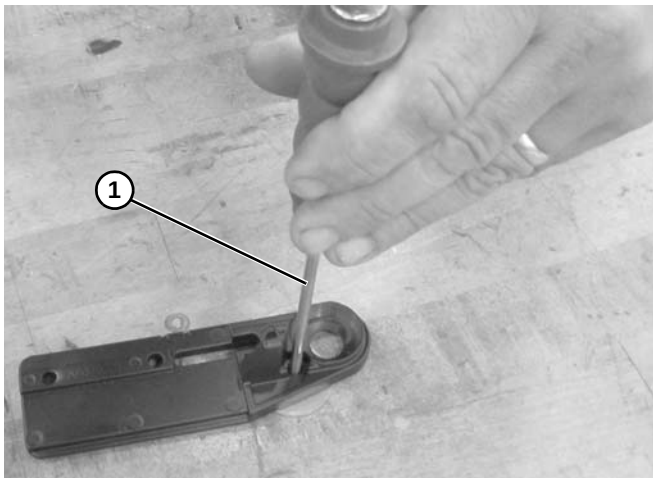
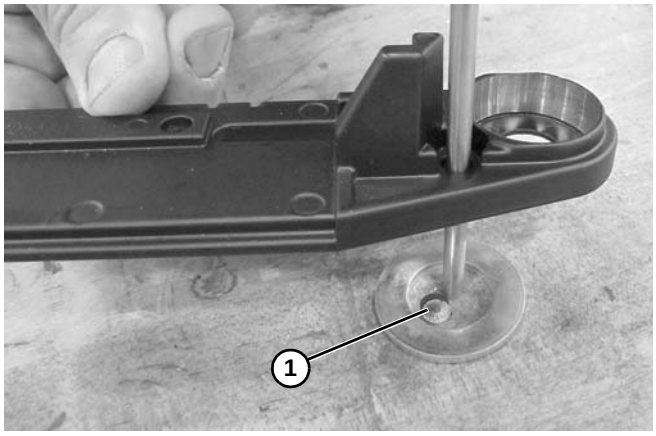

Abbildung 95
Abbildung 96
4. Denselben Vorgang für das Auswerfen **(Abbildung 96, Teil 1)** zur Ausrichtung des Schraubenlochs wiederholen und dafür eine 3 mm - 5 mm Stanze **(Abbildung 95, Teil 1)** oder M5 - M6 Schraube verwenden.